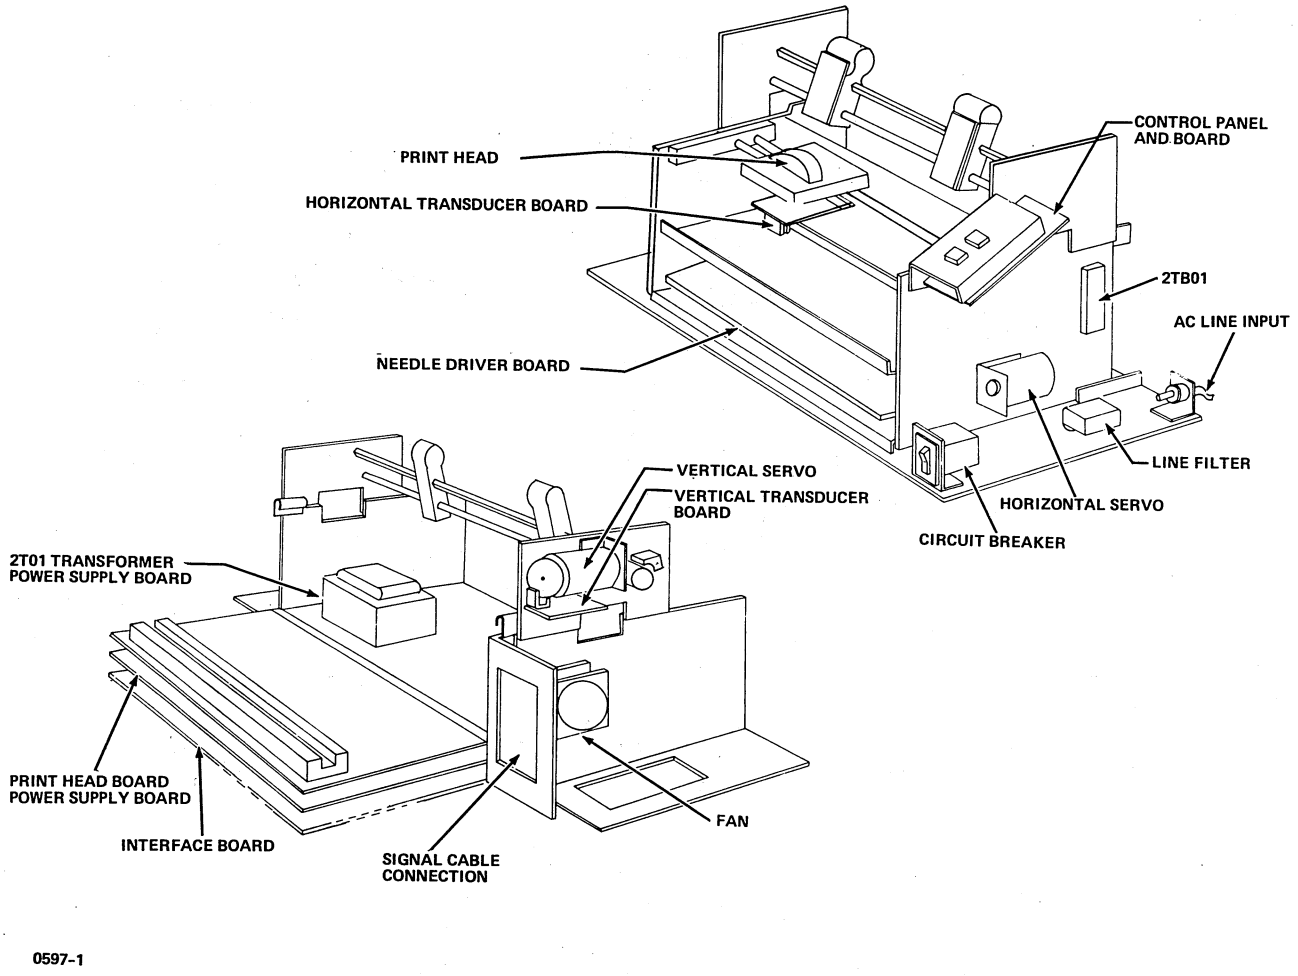

Figure 15-2. Printer Parts Locations
3. With the access covers removed, inspect the printed circuit boards and interconnecting cables to ensure that connectors are connected and properly seated. Refer to figure 15-2 to assist with component location.
2. Identify the RS-232-C interface board (refer to figure 15-2) and remove it from the chassis by releasing the thumb-lever friction clamps at each side of the board and pulling it out of the chassis.
Communication line parameters are enabled by a set of switches and jumpers located on the RS232-C interface board in slot 1A04 in the matrix printer. Locate the board (figure 15-2) and set the switches and jumpers as outlined in figure 15-7.